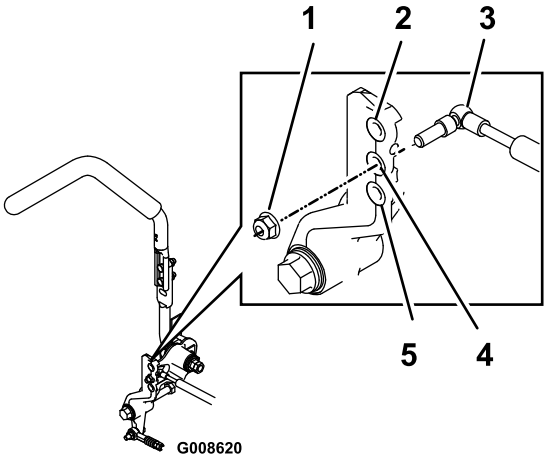

Figure 67
1. Bolt (4)
3. Remove the locknut, move the damper-mounting bolt to the desired position, and install the locknut. Refer to Figure 67 for the mounting options.